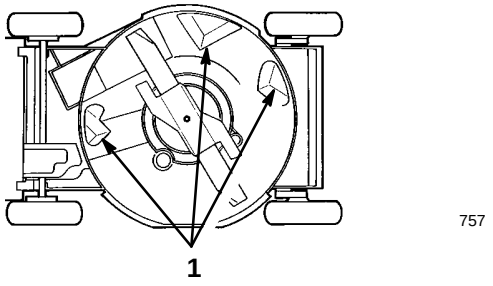

Abbildung 20
Für optimale Leistung die Unterseite des Rasenmähergehäuses sauber halten. Besonders darauf achten, daß die Prallbleche frei von Fremdkörpern sind (Abb. 20).
3. Den Rasenmäher auf die linke Seite kippen (Abb. 20).